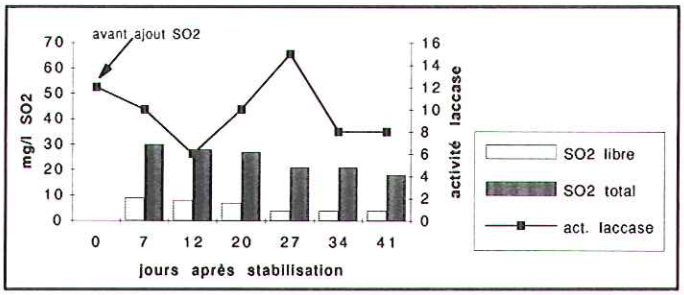

Fig. 7: évolution de l'activité laccase en relation avec les teneurs en SO_2 libre et total sur la Petite Arvine 11.1 + 10 mg/l de SO_2
Dans ce cas, le suivi des teneurs en SO_2 libre semble indiquer que les remontées d'activité laccase correspondent à des diminutions de teneur en SO_2 libre au dessous de 5 mg/l comme le montre la figure 7. Une concentration si basse indique qu'il s'agit sans doute uniquement de réductones naturelles et non plus de SO_2 . Il faut également noter que les valeurs de SO_2 total correspondent à l'addition initiale de 50 mg/l de SO_2 en moût plus l'addition de 10 mg/l de SO2 le 27 novembre 94. La teneur en SO_2 combiné n'a toutefois aucun effet sur l'activité laccase comme l'a montré Dubernet (5a). Le SO_2 montre ici qu'il possède une action d'inhibiteur sur l'activité laccase, mais cette inhibition peut être passagère lorsque la destruction n'a pas encore eu lieu. Ces remontées d'activité laccase ont également été observées par Lorenzini (3). La diminution d'activité laccase qui suit n'est donc pas due à l'action du SO_2 mais pourrait être la manifestation de la sensibilité de la laccase aux produits d'oxydation, les polyphénols oxydés, qu'elle génère elle-même comme l'a observé Dubernet (5b).